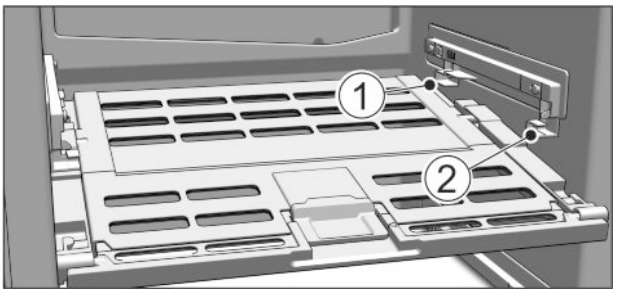

Fig. 50
▶ Replacing the Fruit & Vegetable safe cover: Guide the ridges on the cover into the rear brackets *Fig. 50 (1)* and click it into the front bracket *Fig. 50 (2)*.